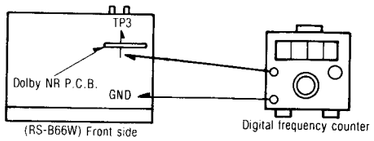

Fig. 8
8. The output is then (A) Hz.
9. Make the connection as in Fig. 8.
11. Adjust VR981 (for high speed adjustment) so that the output between TP3 and ground is 6 times the (A) Hz of step 8 {((A) Hz×6) Hz}.